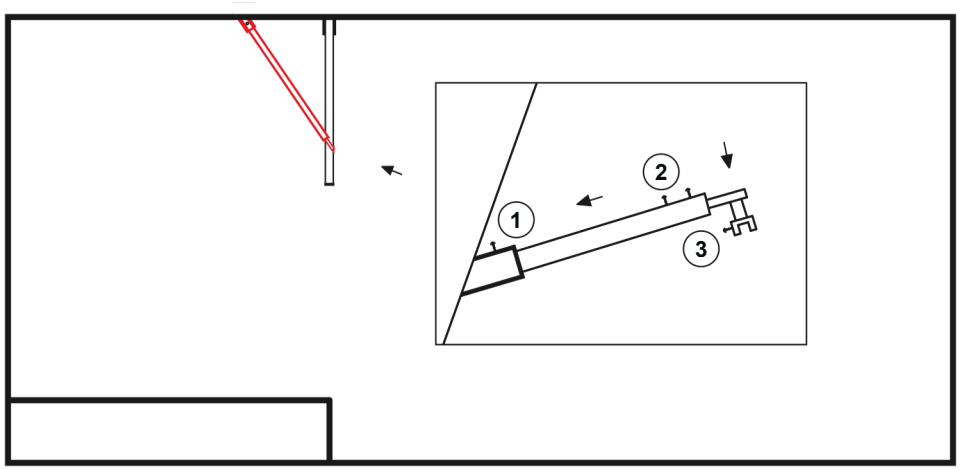
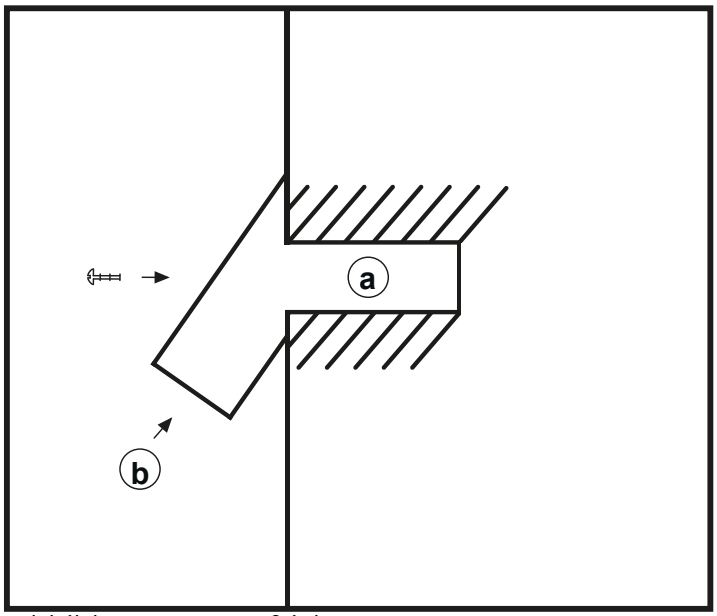

Abbildung 9: Draufsicht
Abbildung 10: Draufsicht
20. Montieren Sie zwischen der Teleskoprohrhalterung (3) (dem Teil, das am Glas und der U-Leiste befestigt ist) die mit dem Rohr gelieferten Dichtungen, damit das Glas nicht mit dem Metall in Berührung kommt. (Abbildung 9)
22. Markieren Sie die Wand, wo das Befestigungsloch (a) gebohrt werden muss, und entfernen Sie das Teleskoprohr. (Abbildung 10)
24. Lösen Sie die Schraube (1) am Teleskoprohr (Abb. 9) und entfernen Sie das Wandteil (b) (Abb. 10).
26. Nehmen Sie das Teleskoprohr und installieren Sie es vorsichtig in der Wandhalterung (b) (Abb. 10) und stützen Sie das andere Ende (3) (Abb. 9) an der geplanten Stelle, auf dem Glas und auf der U-Leiste ab.
36. Ziehen Sie die Schraube am Teleskoprohr (1) fest und befestigen Sie sie. (Abbildung 9)